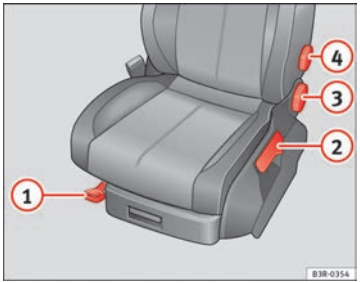

Abb. 103 Bedienelemente am Fahrersitz
– Den Hebel (1) ⇒ Abb. 103 hochziehen und den Sitz in die gewünschte Position verschieben.
– Den Hebel (1) loslassen und den Sitz weiter schieben, bis die Sitzverriegelung einrastet.
– Den Hebel (2) ⇒ Abb. 103 mehrmals nach oben ziehen, bis die gewünschte Position erreicht ist.
– Das Handrad (3) ⇒ Abb. 103 drehen, um die Neigung der Lehne entsprechend einzustellen.
– Die Lehne entlasten und das Handrad (4) ⇒ Abb. 103 drehen, um die Lendenwirbelstütze einzustellen.